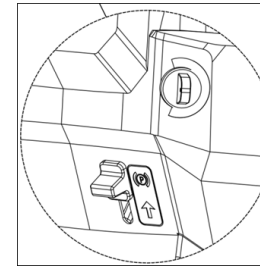

Рис. 33
- Переведите рычаг ручного тормоза в положение «Р» - парковка, затем отпустите педаль тормоза (рис. 33).